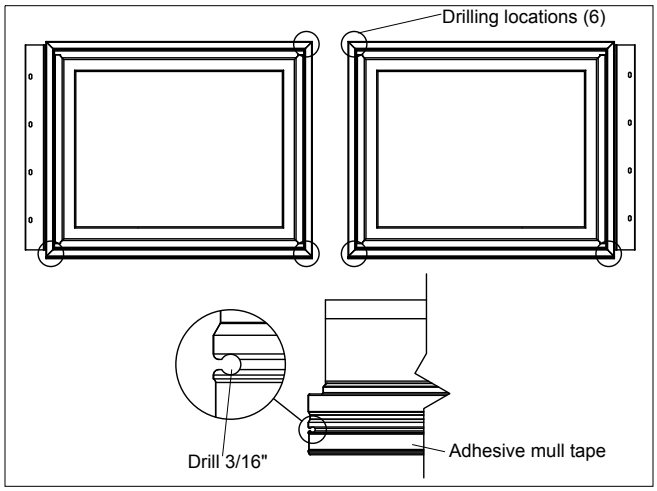

**Figure 6**
1. Lay the two direct glaze polygons, in-sash transoms, casements or awnings that will be mulled above the lower assembly units in the desired mulling configuration (interior facing up). Remove nailing fin from sill and side jambs that will be mulled together. If mulling polygons above lower assembly drill out the outer edges of the sill nailing fin/drip cap kerfs on each corner and head jamb at mullion with a 3/16″ drill bit. See figure 6. Clean filings out of kerf. This will help facilitate installation of the mulling pin. Apply mull sealing tape the full length of the jamb ensuring that it is located 1/4″ (6) from the exterior edge of the Ultrex frame as shown in figure 6.